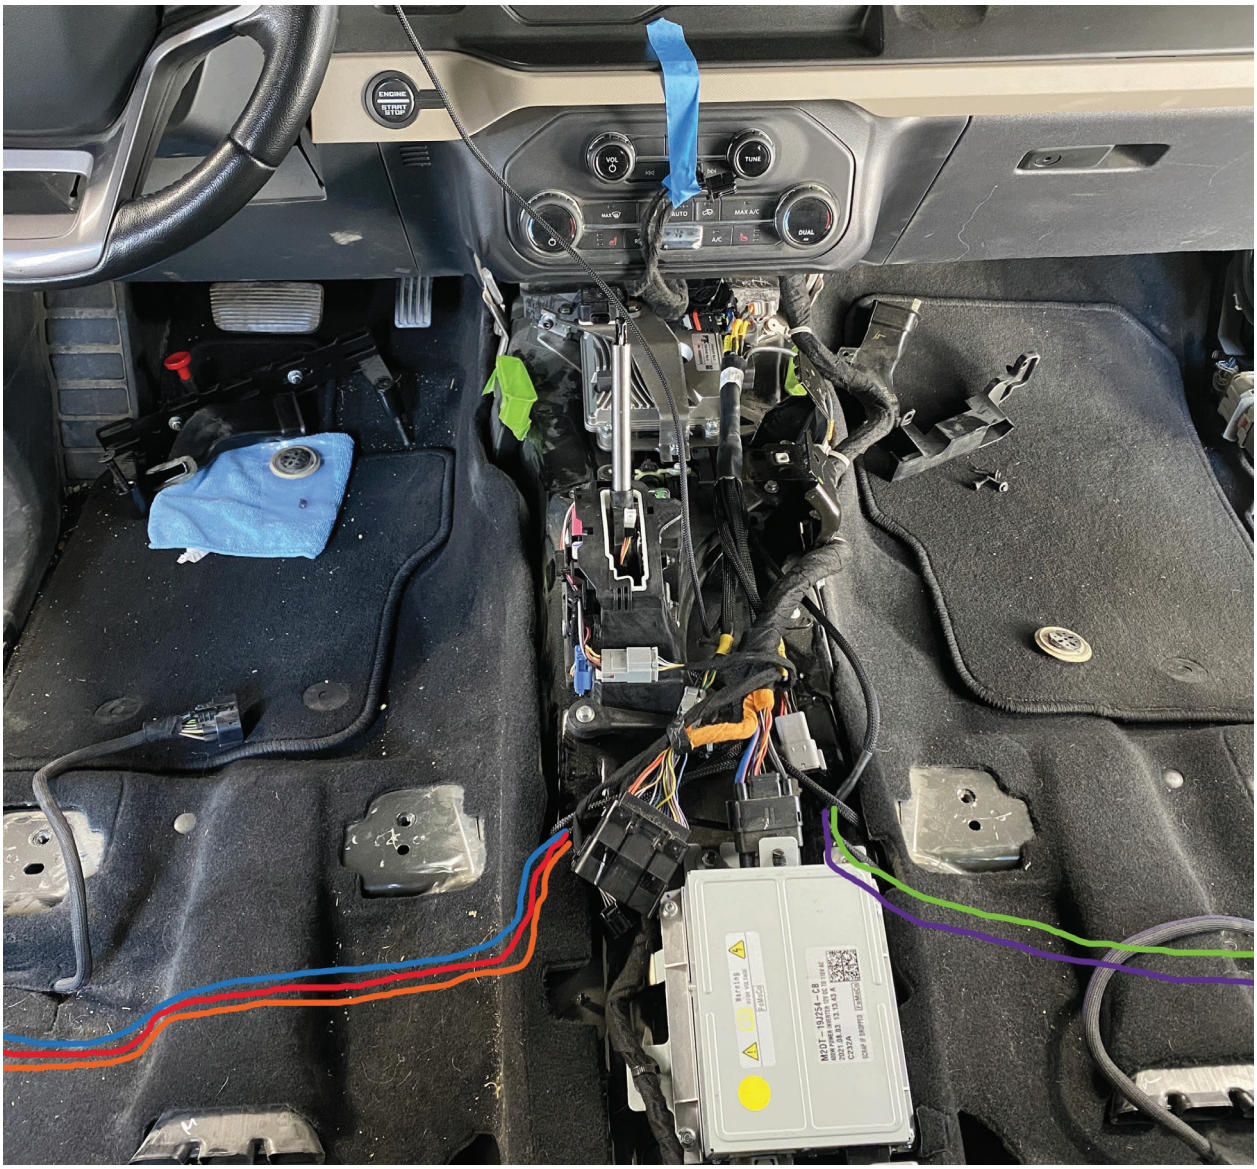

Fig. 33: Position the main harness.
4. Position the main harness (218-02-076) over the center console area so the main plug is near the ECU/IMU assembly the power and left shock looms are toward the driver side grommet, the right shock looms exit the passenger side grommet, and the ignition loom is towards the dash. Plug the provided dust cap (218-02-102) into the “SENSOR” plug and tuck the loom out of the way (Fig. 33).